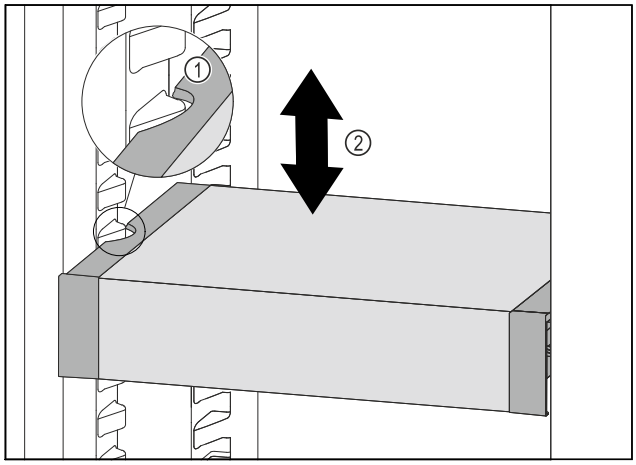

Fig. 155
▶ Trageți în față VarioSafe, până când degajările laterale ale VarioSafe se află la înălțimea nervurii recipientului din frigider. *Fig. 155 (1)*
▶ Mișcați în sus sau în jos VarioSafe în frigider, până când este atinsă înălțimea dorită. *Fig. 155 (2)*